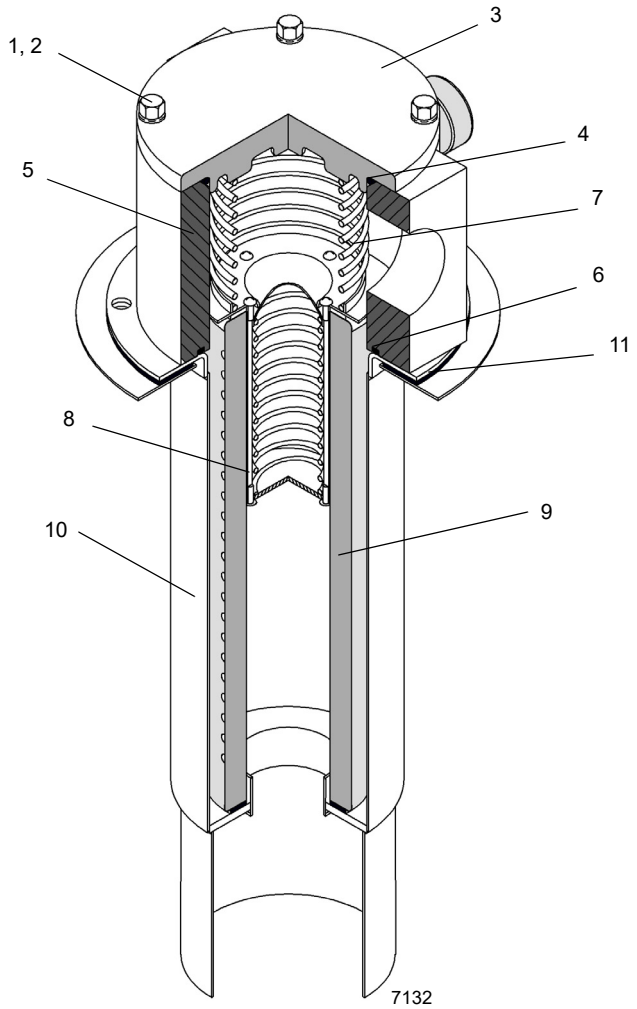

FIGURA 2-4
2. Limpe toda sujeira da cabeça do filtro e da tampa Figura 2-4.